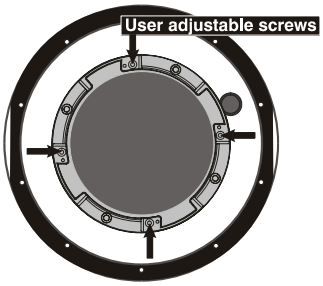
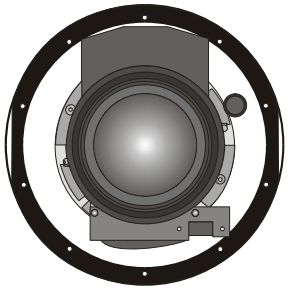

Figure 4.9. Adjustable Screws on Retaining Ring
Figure 4.10. View with Zoom Lens installed
- ***Secure lock-down screws (optional):*** For added stability, secure the adjustment screws provided on the lens-retaining ring (see Figure 4.9). If you have installed a large zoom lens, one or more of the screws may be inaccessible—simply tighten those that are accessible (Figure 4.10).